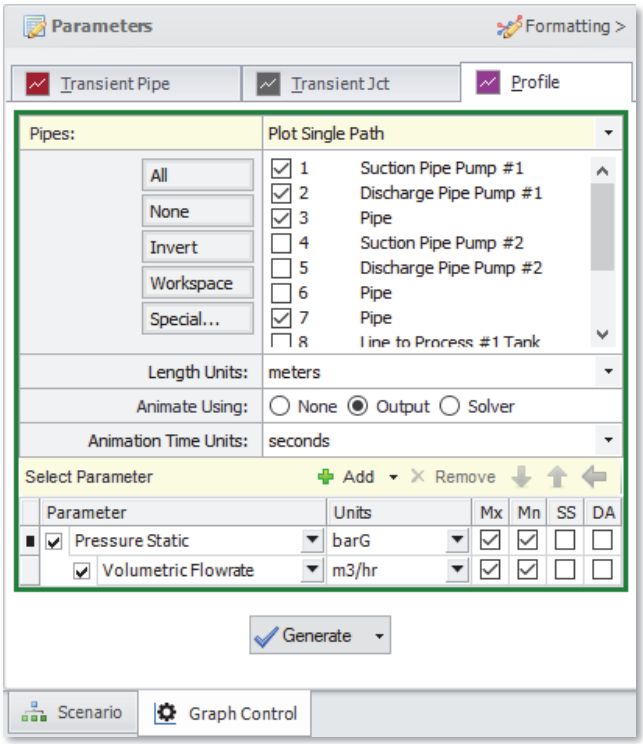

Figure 3.10 Selecting animation in Graph Results for Two Pump Start scenario
4. As was done in Step 8, specify that the volumetric flowrate will be plotted on the secondary Y-axis by double-clicking on the column in front of “Volumetric Flowrate” in the Parameters definition area. Note that “Volumetric Flowrate” becomes indented under “Pressure Static”, and that the black arrow next to “Volumetric Flowrate” turns to point towards the graph (Figure 3.10)
8. Specify for both the static pressure and volumetric flowrate graphs that you want to see the maximum and minimum values plotted along the length of the graphed path by placing a checkmark in the boxes in the Mx and Mn columns next to each parameter (See Figure 3.10)
Another animation option in Figure 3.10 is “Animate Using: Solver”. This option actually reruns the Transient Solver to generate the data for animation, and thus does not need to read it from file. Therefore, it does not require all of the data to be saved in Transient Control.